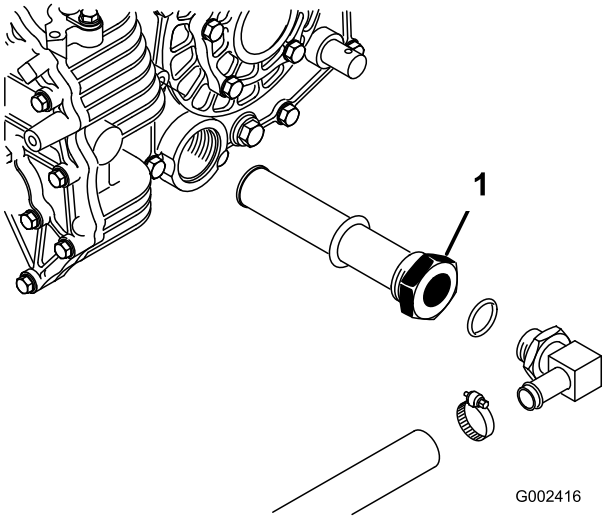

Figuur 78
2. Verwijder de aftapplug (Figuur 78) uit de zijkant van het reservoir en laat de hydraulische vloeistof in een opvangbak lopen.